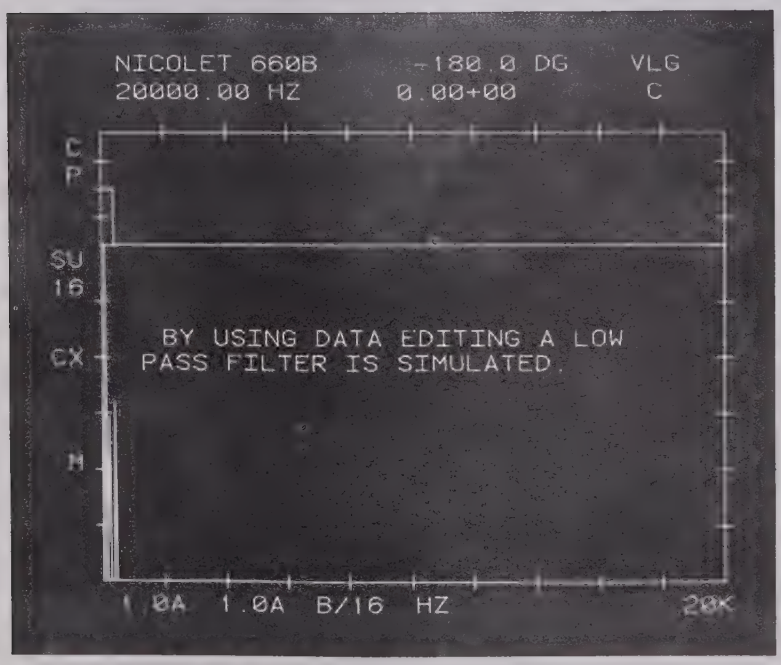

FIGURE D-5
23. SHIFT 2, 6 : Filtered data. (Refer to Figure D-5.)